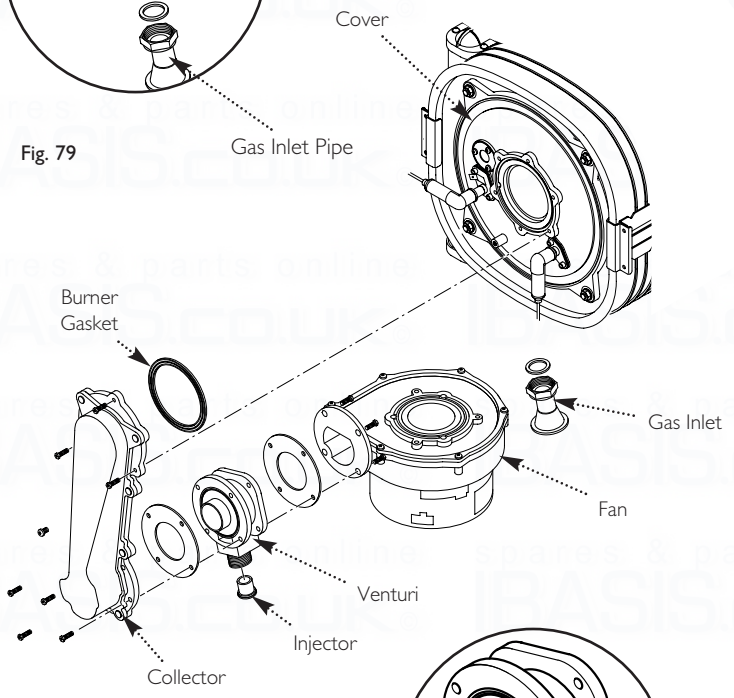

Fig. 78
14.4 Venturi (Fig. 78)
14.5 Injector (Fig. 78)